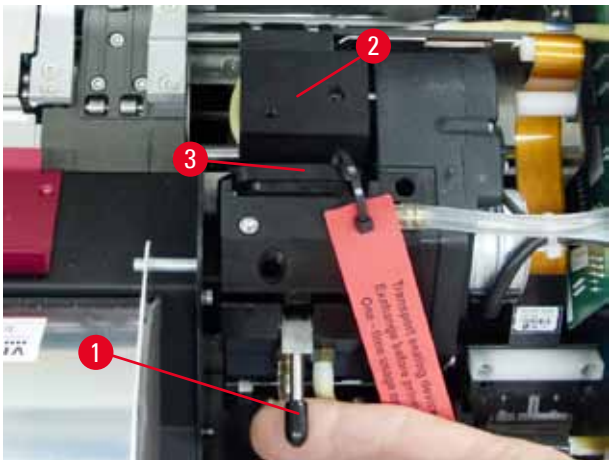

Abb. 30
4. Der Druckkopf (→ "Abb. 30-2") bewegt sich nach oben zu einer ca. 1 cm von der Dichtlippe entfernten Position (→ "Abb. 30").